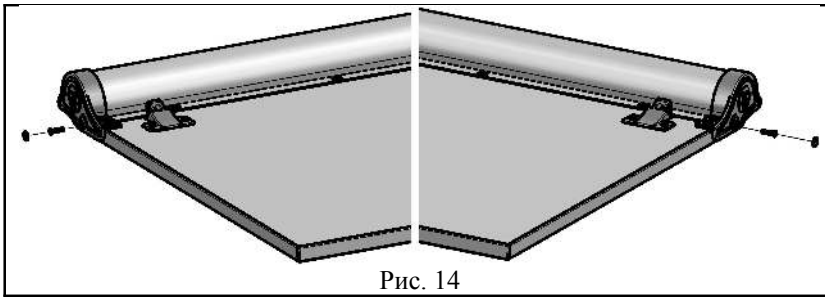

Рис. 14
4.4.5. Закрепить евровинтами ЕС 4х13 или саморезами с потайголовкой 3,5х16 (поз. 3, пакет № 32) лоток в сборе с накладками и закрыть заглушками отверстия в накладках лотка (поз. 2, пакет №5; №6). (См. рис. 14)